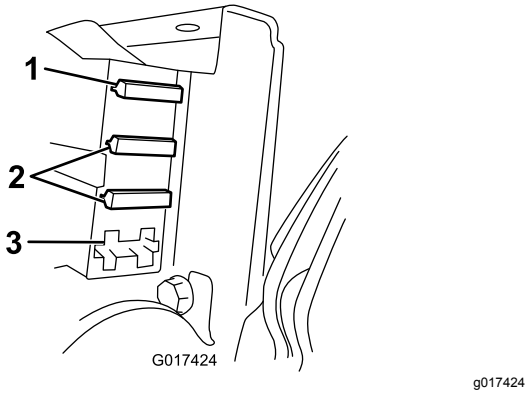

**Rysunek 42**
3. Sprawdź bezpieczniki w sekcji bezpieczników (Rysunek 42).
- Jeżeli którykolwiek z nich jest przepalony, wymień go na bezpiecznik o odpowiednim napięciu i prądzie (Rysunek 42).